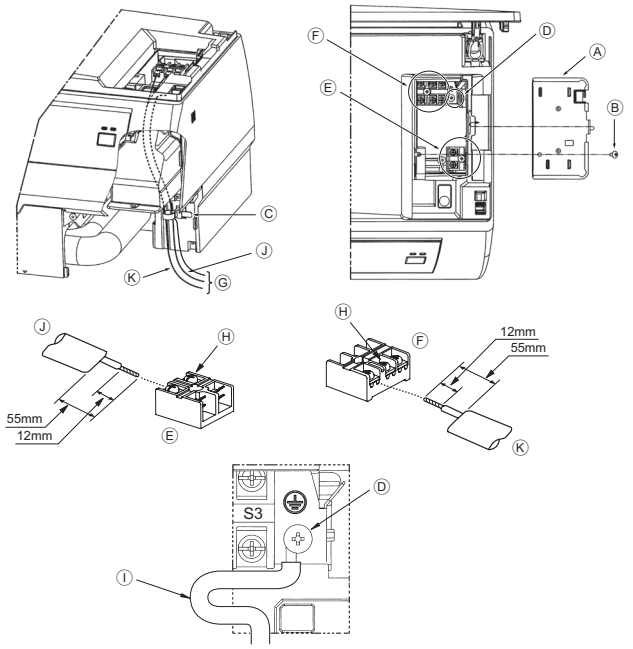

Rys. 6-1
6.1. Jednostka wewnętrzna (Rys. 6-1)